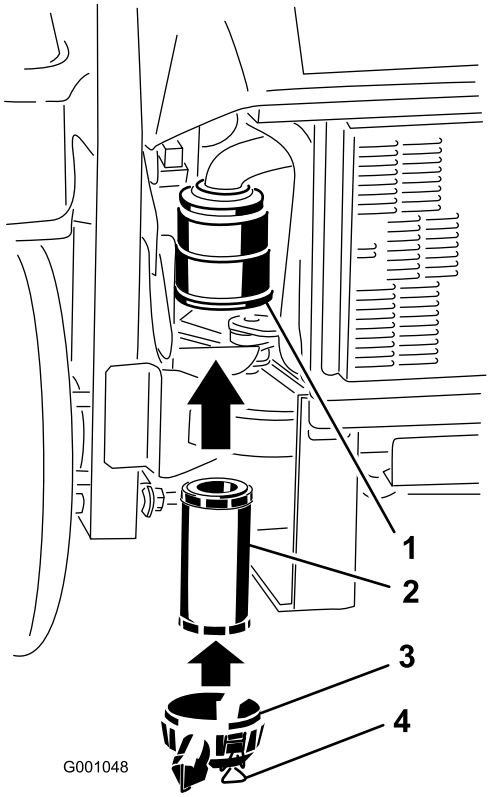

Figuur 36
2. Schuif het filter voorzichtig in de filterbehuizing (Figuur 36). Zorg ervoor dat het filter volledig vastzit door de buitenring van het filter tijdens de montage aan te drukken.
3. Monteer het luchtfilterdeksel en vergrendel dit (Figuur 36).